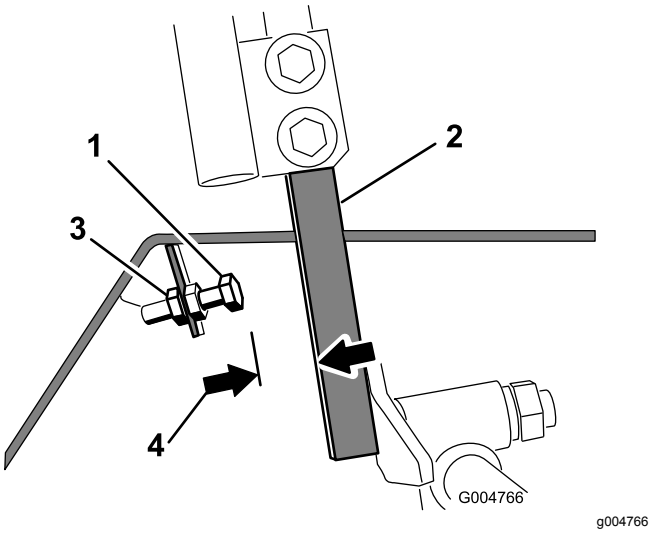

**Rysunek 54**
4. Odkręć przeciwnakrętkę na śrubie ogranicznika dźwigni sterowania (Rysunek 54).